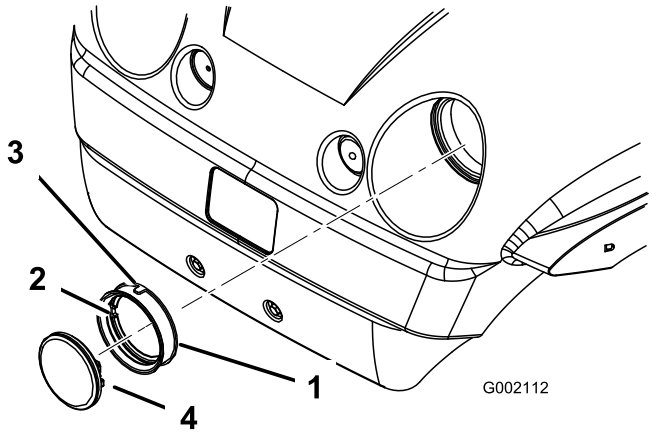

Figuur 39
4. Verwijder de rubberen afdichting rond de koplamp (Figuur 39). Gooi de koplamp weg.
5. Houd de inkeping op de binnenzijde van de afdichting voor de inkeping op de nieuwe koplamp (Figuur 39). Schuif de afdichting op de koplamp totdat de afdichting stevig op zijn plaats zit.